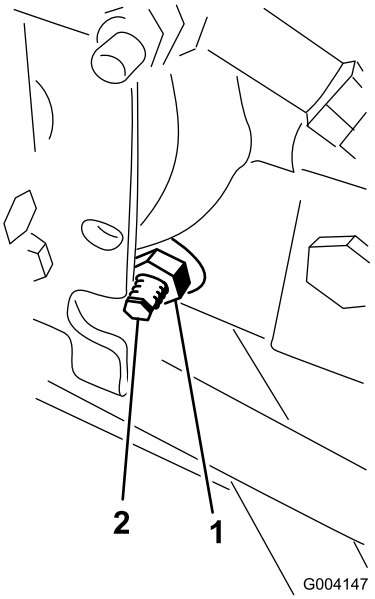

Figur 58
3. Lossa låsmuttern på hjuldrivningens justeringskam på höger sida av hydrostaten (Figur 58).